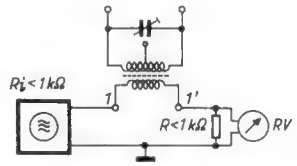

Bild 8. Abgleichschaltung. Einstellung der Parallelresonanzen des Übertragers sowie der Quarze auf Anzeigeminimum am Röhrenvoltmeter RV
Die Abgleichschaltung zeigt *Bild 8*. Die einzelnen Abgleichvorgänge sind:
a) Übertragerabgleich: Bild 8. Die Parallelresonanz des Übertragers wird bei abgetrennten Quarzen durch einen Trimmer auf f = 470 kHz eingestellt. Bei Parallelresonanz zeigt sich am Röhrenvoltmeter ein Spannungsminimum.
b) Abgleich der beiden Quarzparallelresonanzen: Die Quarze werden wieder angeschaltet und das ausgangsseitig leerlaufende Filter nach Bild 8 angeschlossen. Die Senderspannung darf dabei 2 V nicht überschreiten, sonst können die Quarze zerstört werden.